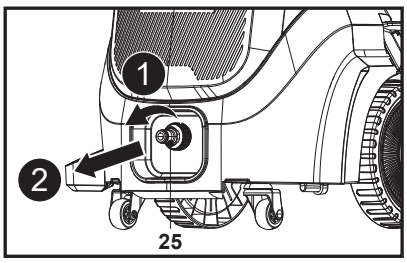

Fig. 23
1. Remova o adaptador de entrada de água (25) do conetor de entrada de água (10) (Fig. 23).